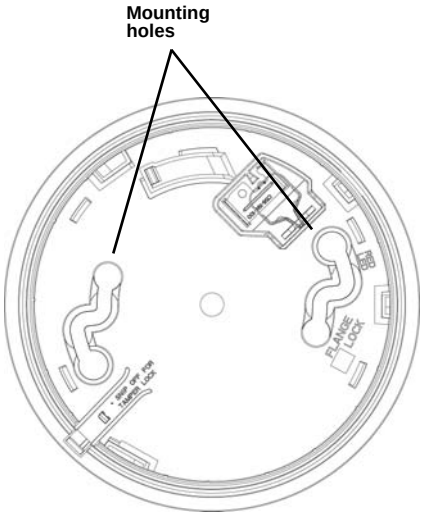

**Figure 3** Mounting the wireless smoke detector
2. Referring to figure 3, use the included mounting screws and dry walk anchors to mount the wireless smoke detector base.